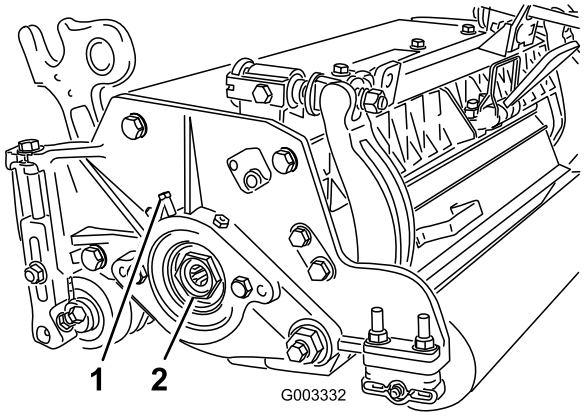

Figure 25
A. Loosen external set screw securing bearing adjusting nut to bearing housing located on the left side of the cutting unit (Figure 25).